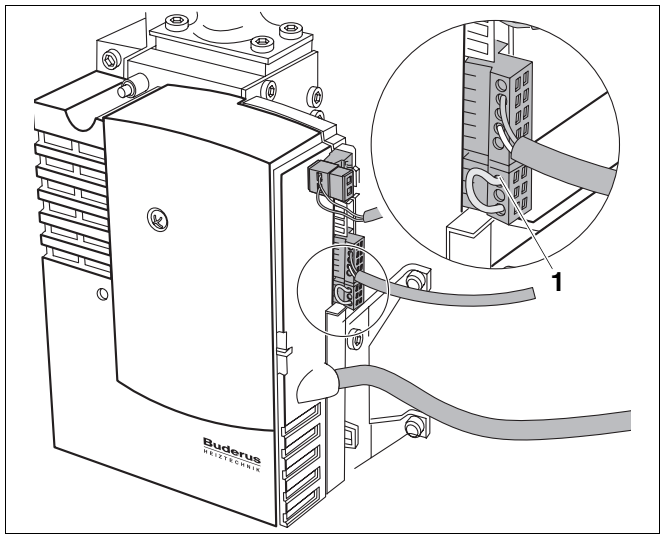
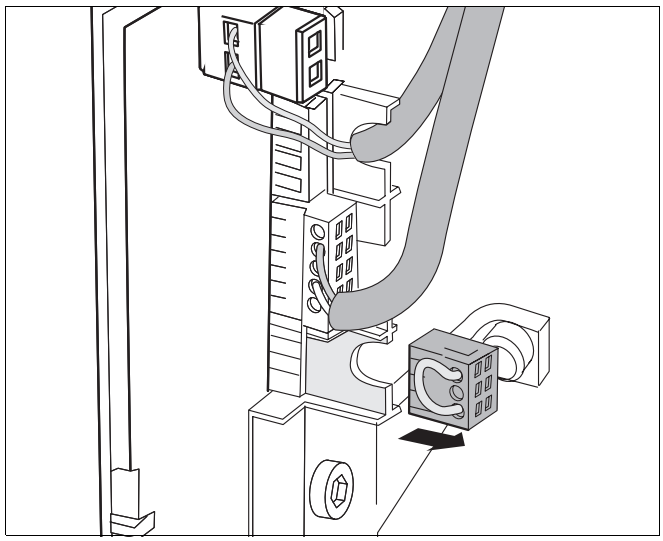
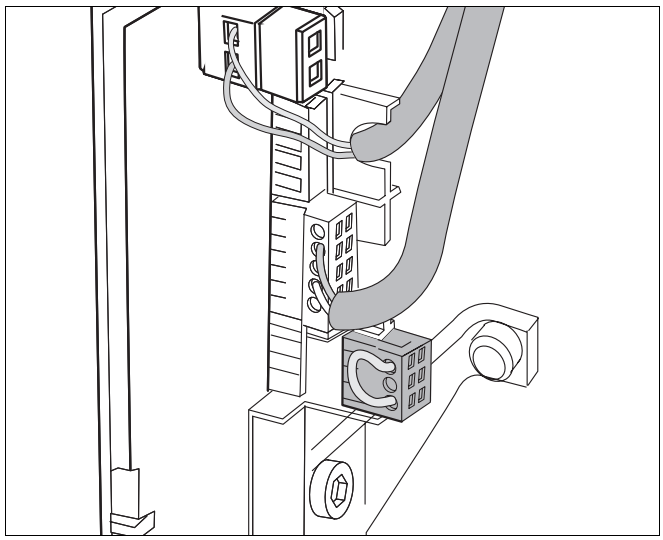

Rys. 52 Wtyczka kodowa gazu w pozycji pracy z gazem ziemnym
Rys. 53 Wyjęcie wtyczki kodowej gazu
Rys. 54 Wtyczka kodowa gazu umieszczona w pozycji oczekiwania
- Wyjąć wtyczkę kodową (rys. 52, **poz. 1**) do pracy z gazem płynnym i gazem GZ 35 (Polska) gazowego automatu palnikowego (rys. 53) i umieścić w pozycji oczekiwania (rys. 54) w celu ew. późniejszego wykorzystania do przezbrojenia na inny rodzaj gazu.
- W przypadku ponownego przezbrojenia z gazu płynnego lub GZ 35 na inny rodzaj gazu ziemnego wyjąć wtyczkę kodową z pozycji oczekiwania (rys. 54) i umieścić w pozycji do pracy z gazem ziemnym (rys. 52, **poz. 1**).
Instalacja może pracować w trybie multigas tylko wtedy, gdy wtyczka kodowa znajduje się w pozycji dla gazu ziemnego (rys. 52, **poz. 1**). W przypadku gazu płynnego i gazu GZ 35 nie wolno eksploatować kotła w trybie multigas.